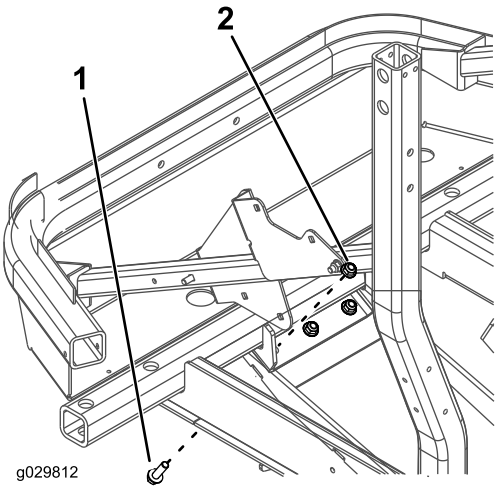

Rysunek 1
1. Odkręć 3 śruby i 3 nakrętki z zespołu ślizgowego (Rysunek 1).